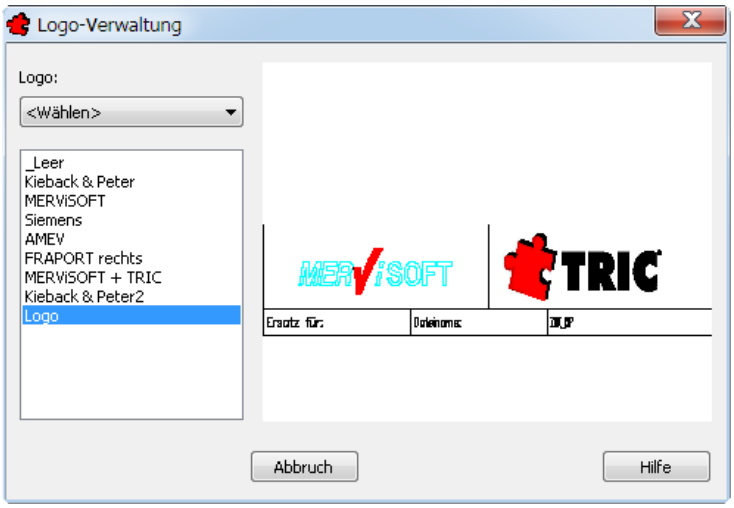

Bild 26.19 – Die Dialogbox *Auswahl Logo*
- Wählen Sie das neue Logo in der Dialogbox *Auswahl Logo* und bestätigen Sie (Abb. 26.19).